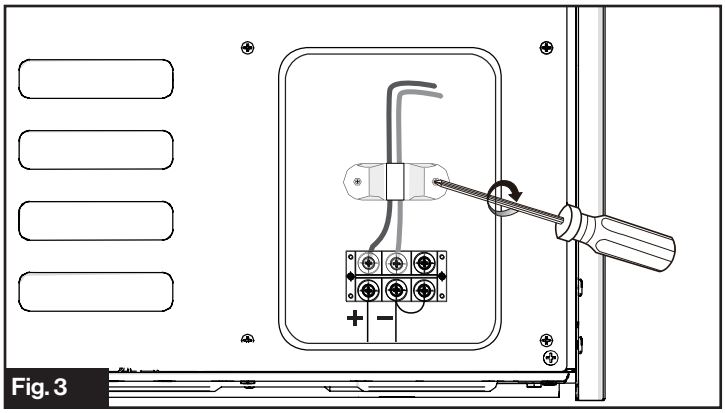

Fig. 3
4. Fixez le câble sur la décharge de traction, puis replacez le couvercle du connecteur. (Fig. 3)